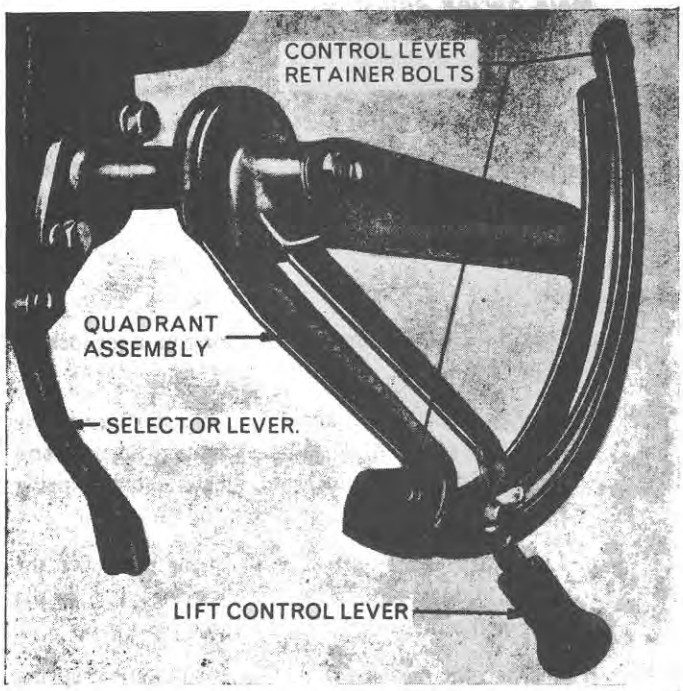

Figure 36
9. Secure the control lever retainer to the quadrant assembly with the two bolts, Figure 36.